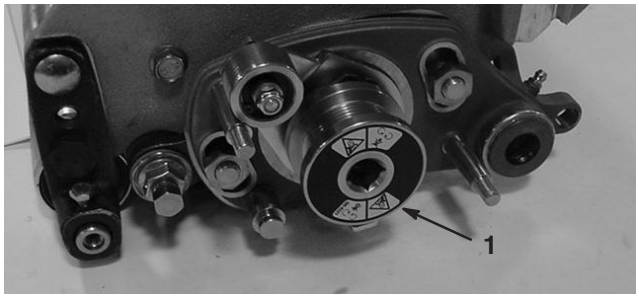

Figure 7
14. Install the groomer drive pulley onto the reel shaft (Fig. 7).